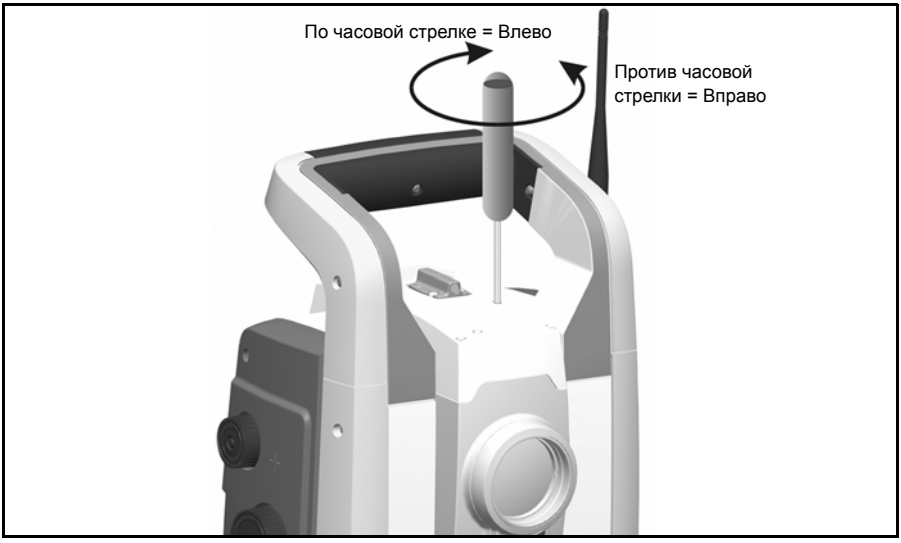

Рис. 4.35. Юстировка горизонтального положения
3. Для корректировки горизонтального положения лазерного пятна вставьте шестигранный ключ в юстировочный порт горизонтального указателя и поверните, как показано на Рис. 4.35.